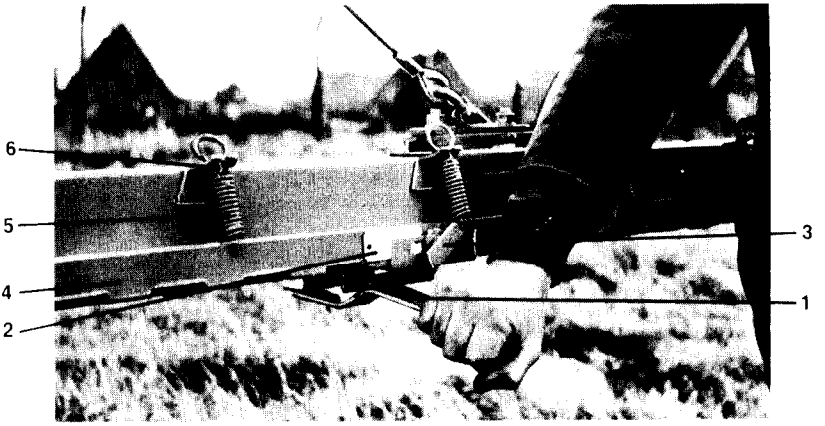
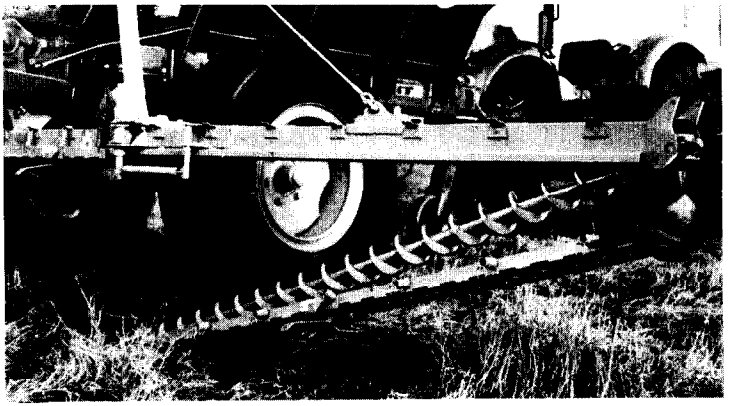
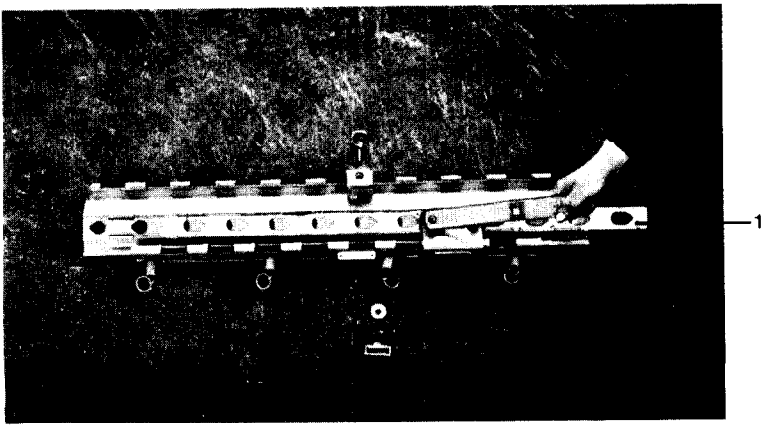

Fig. 20
Fig. 21
Fig. 22
Die Streuschnecke muß im Gegensatz zu den Tellerstreuwerken zu Beginn der Streuarbeit eingestellt werden. Die Streuschnecke ist so einzustellen, daß die an der Streumengeneinstellung eingestellte Düngermenge gleichmäßig auf der ganzen Arbeitsbreite der Streuschnecke ausläuft und auf dem Erdboden abgelegt wird. Dies ist schnell zu erreichen, indem nach der Mengeneinstellung am ZG-Wagen der Vorschub des Kratzbodens kurz anläuft, so daß die Schneckengänge der Streuschnecke Dünger führen. Jetzt werden auf dem Felde an der Streuschnecke die in Arbeitsstellung nach rückwärts zeigenden 4 Einstellhebel (Fig. 20/1) seitlich nach außen bewegt und damit die Auslauflöcher geöffnet. Die Einstellschilder (Fig. 20/2) sollten an allen 4 Einstellhebeln gleiche Werte anzeigen. Nach einem kurzen Anfahren bei laufender Maschine ist zu prüfen, ob der Überlauf an den Streuschneckenenden genau so groß ist, wie der Auslauf aus den Löchern. Sollte dies der Fall sein, ist die Einstellung richtig, andernfalls ist nachzustellen. Bei zu großem Überlauf, Löcher weiter öffnen, d. h. Anzeige auf Einstellschild (Fig. 20/2) vergrößern; falls kein Überlauf auftritt, Löcher weiter schließen. Anzeige auf Einstellschild (Fig. 20/2) verkleinern. Richtige Einstellung mit Knebelschraube (Fig. 20/3) sichern. Nach der Streuarbeit sind die Ausleger (Fig. 19/1) sehr leicht von Hand auf Transportbreite einzuklappen (Fig. 18). Dabei braucht die gewählte Einstellung nicht verändert werden.
Alle Teile der Streuschnecke sind gut zugänglich und deshalb gut zu reinigen. Die Streumulden (Fig. 20/4) sind durch Aushaken der Zugfedern mit Ring (Fig. 20/5) sehr leicht und schnell nach unten abzuklappen und abnehmbar (Fig. 21). Wir empfehlen die Mulden und auch die Schnecken selbst nach jeder Streuperiode mit einem kräftigen Wasserstrahl zu reinigen.
Bei sehr aggressiven Düngersorten empfiehlt sich evtl. auch die Schieber (Fig. 22/1) zur besseren Reinigung der Schieberführungen herauszunehmen (Schieber läßt sich später leichter verstellen). Dies geschieht sehr schnell mit Hilfe des abnehmbaren Einstellhebels (Fig. 20/1), nachdem die Knebelschraube (Fig. 20/3) herausgeschraubt wurde (siehe Fig. 22).
5. **Staubschutzbehang für Streuschnecke** zum Ausstreuen bei böigem Wind. Er wird an den Federgalgen (Fig. 20/6) in die vorgesehenen Löcher eingehakt und hängt frei nach unten. Das Einklappen der Ausleger in Transportstellung wird dadurch nicht behindert.
7. **Durchlaßschieber mit doppeltem Lochabstand für Streuschnecke** für geringe Streumengen und gekörnte Dünger. Der Schieberwechsel geschieht sehr schnell mit Hilfe des abnehmbaren Einstellhebels (Fig. 22). Die Knebelschraube (Fig. 20/3) wird herausgeschraubt. Dann wird der Einstellhebel (Fig. 20/1) mit dem Loch auf die Schieberschraube gesetzt und der Schieber mit dem Einstellhebel (Fig. 20/1) von Hand herausgezogen. Das Einsetzen des Durchlaßschiebers geschieht in umgekehrter Reihenfolge.